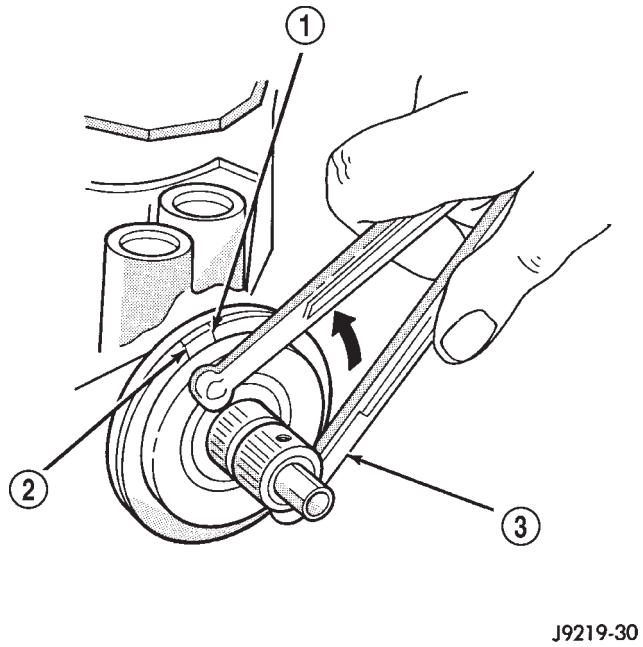

Fig. 8 Aligning To The Second Mark
(7) Rotate adjustment cap back (counterclockwise) with spanner wrench until hole is aligned with the second mark (Fig. 8).
(8) Install and tighten lock nut to 108 N·m (80 ft. lbs.). Be sure adjustment cap does not turn while tightening the lock nut.